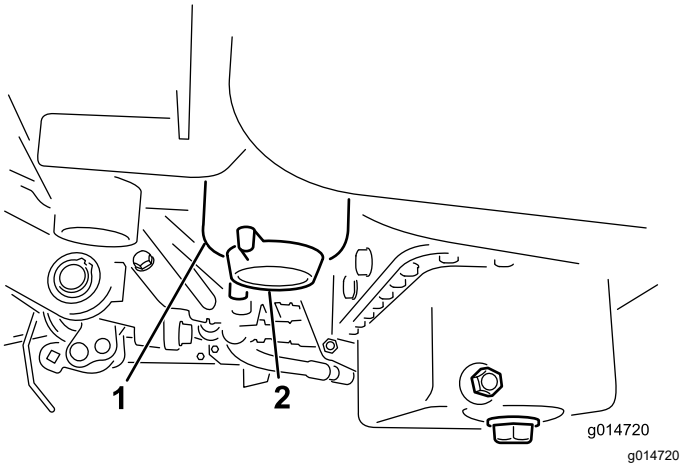

**Figur 36**
2. Rengør området, hvor filterskålen monteres (Figur 36).
4. Åbn filteraftapningsventilen (Figur 36).